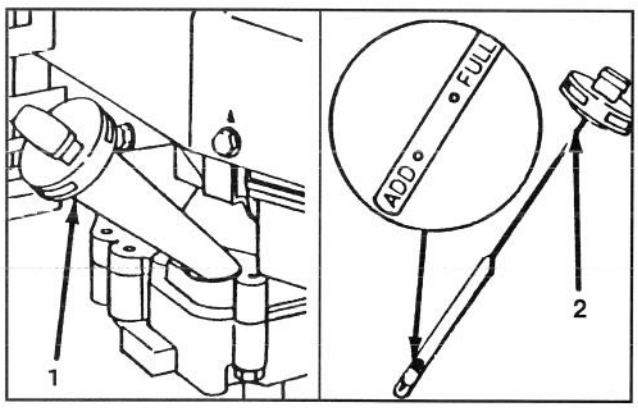

Abb. 5
Das Kurbelgehäuse mit Öl vom Typ SAE 30 oder 10W30 füllen, bis der Ölstand die Markierung VOLL auf dem Meßstab erreicht (siehe Abb. 5). Das Kurbelgehäuse faßt maximal 0,75 Liter Öl. Verwenden Sie qualitativ hochwertige Öle, die den API (American Petroleum Institute) Normen SE, SF oder SG entsprechen.
Vor jedem Gebrauch sicherstellen, daß sich der Ölstand zwischen den Markierungen VOLL und NACHFÜLLEN auf dem Ölmeßstab befindet (Abb. 5). Öl nachfüllen, falls der Ölstand zu niedrig ist.
3. Den Ölmeßstab abwischen und in den Einfüllstutzen stecken. Die Verschlußkappe um eine Vierteldrehung im Uhrzeigersinn drehen. Den Meßstab wieder herausziehen und den Ölstand auf dem Ölmeßstab mit den Markierungen "VOLL" und "NACHFÜLLEN" prüfen (Abb. 5). Ist der Ölstand niedrig, den Ölstand nur bis zur VOLL-Markierung auffüllen. **NICHT ÜBER VOLL-MARKIERUNG AUFFÜLLEN, DENN DER MOTOR KÖNNTE BEIM STARTEN BESCHÄDIGT WERDEN; ÖL LANGSAM EINFÜLLEN.**
1. ÖLSTAND PRÜFEN – Ölstand, wie auf dem Ölmeßstab gezeigt, zwischen VOLL und NACHFÜLLEN halten (Abb. 5).